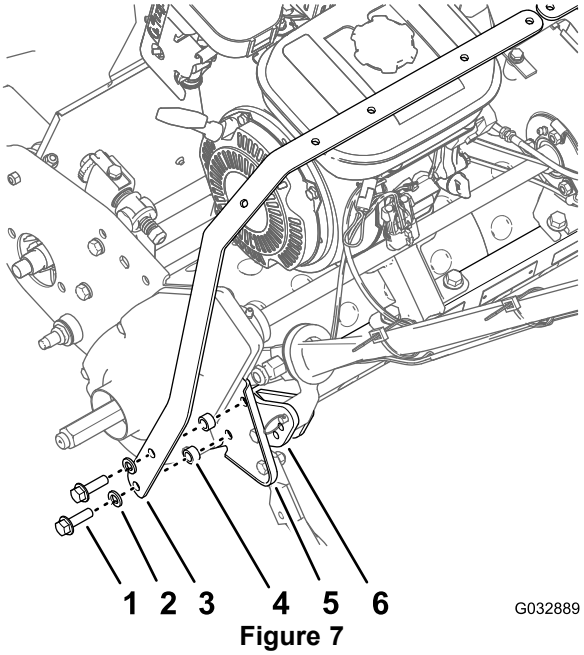

Figure 7
9. Assemblez le support d'éclairage gauche, les 2 entretoises et la plaque latérale gauche sur la plaquette extérieure du cadre arrière (Figure 7) à l'aide des 2 boulons à embase (3/8 x 1-1/4 po) et des 2 rondelles frein (3/8 po – retirées à l'opération 6).